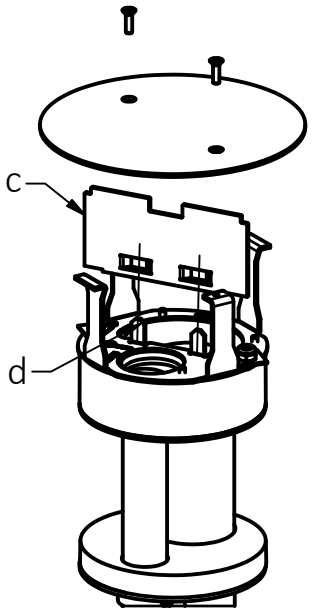

FIG. 2
5) Si se realizan conexiones de alimentación y de datos, instale la partición suministrada (c) en sus ranuras apropiadas en la caja pasa-piso contra fuego (d) como se muestra en la Fig. 2 para separar las conexiones de datos y de alimentación.
5) If both power and data connections are made, slide the provided partition (c) in to its proper slots on the fire rated poke through (d) as shown in Fig. 2 to separate the data and power connections.